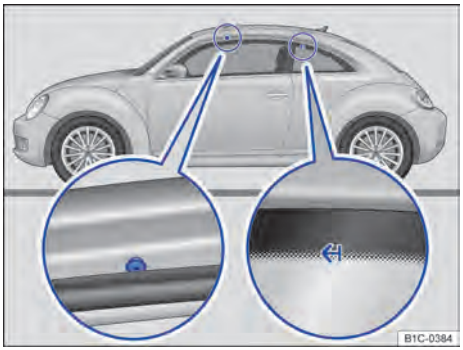

Fig. 92 Pontos de fixação dos suportes de base e bagageiro do teto.
Os suportes para fixação na frente encontram-se nos lados inferiores das vigas do teto ⇒ Fig. 92 (lupa esquerda). As marcas para fixação atrás encontram-se em cima, sobre as janelas traseiras laterais ⇒ Fig. 92 (lupa direita).
- **Fixar as barras de suporte somente nas marcações indicadas na figura ⇒ Fig. 92.**